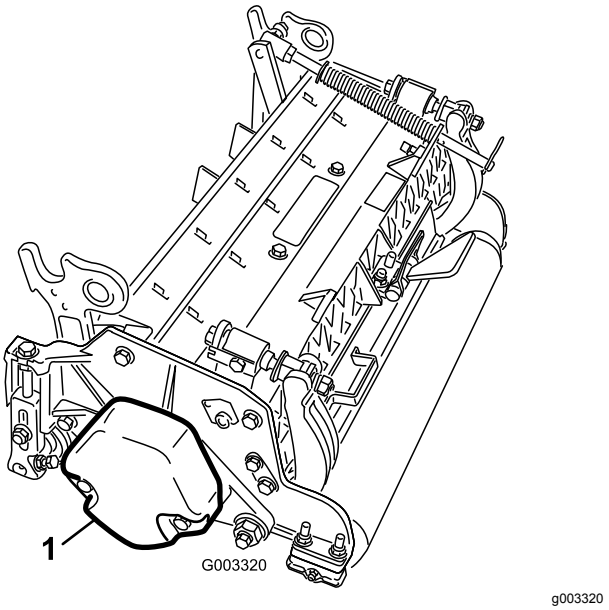

Figuur 4
4. Zorg ervoor dat het contragewicht (Figuur 4) *wordt gemonteerd aan het juiste uiteinde van het maaidek volgens de instructies in de Gebruikershandleiding van het maaidek*.